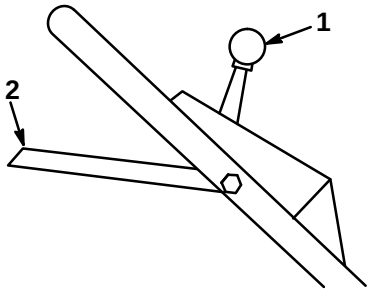
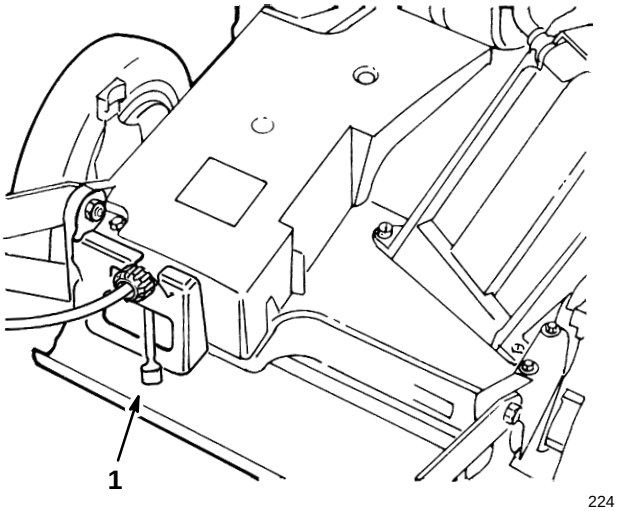

Figure 10
Figure 11
1. CONTROLS—Throttle control and blade/self-propelled control bar are on upper handle (Fig. 10). Ground speed control is located at rear of belt cover (Fig. 11).